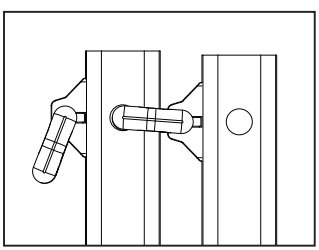

Figure 5
3) Using both remaining outer ladder sections, turn one section 180 degrees and insert the “J” locks of one section into the adjacent holes of the other section as shown in Figure 5.